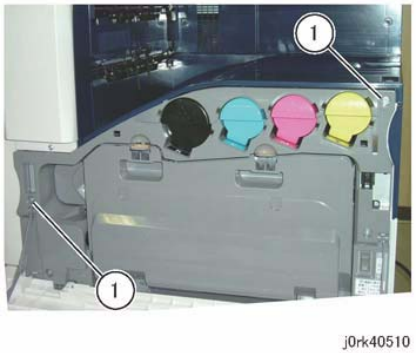

Figure 1 Inner Cover
3. Loosen the screws (2) securing and the Inner Cover.(Figure 1)